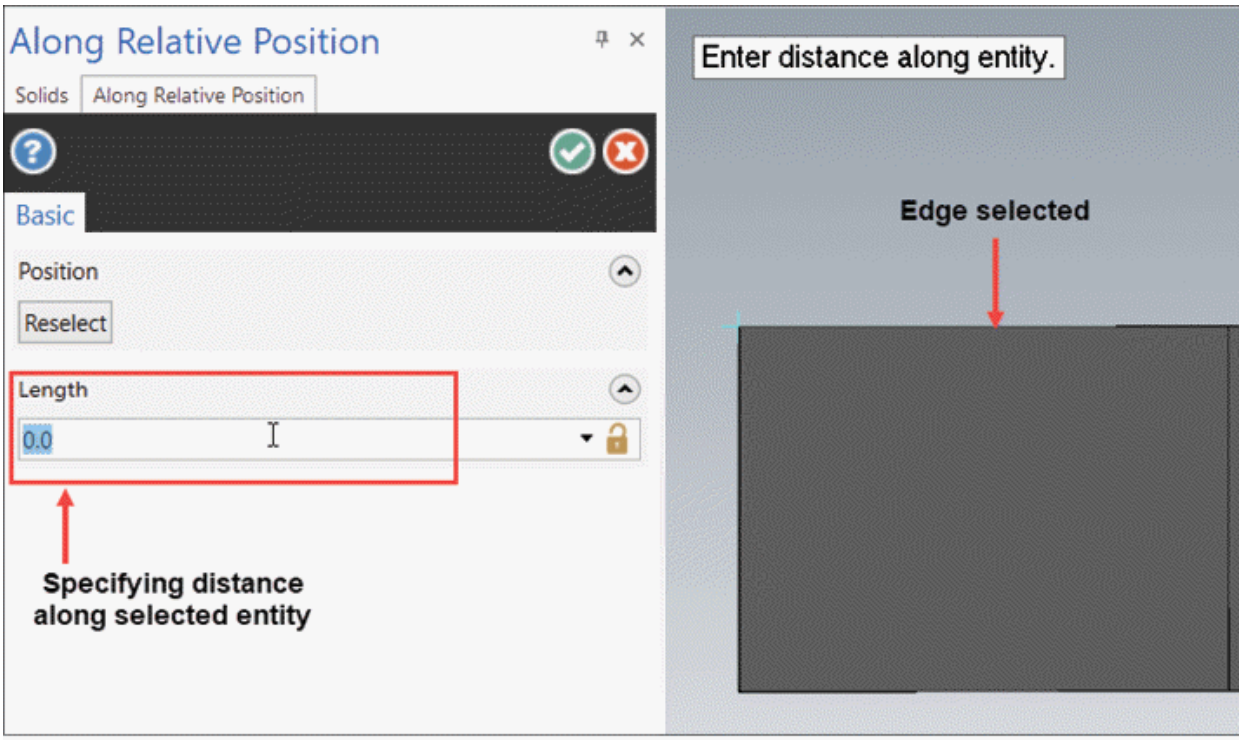

Figure-30. Selecting point along selected entity
- Select the **Along** option from the drop-down to select a point at specified distance along selected entity. After selecting the entity, enter desired distance in the **Length** edit box of **Along Relative Position Manager**; refer to Figure-30.